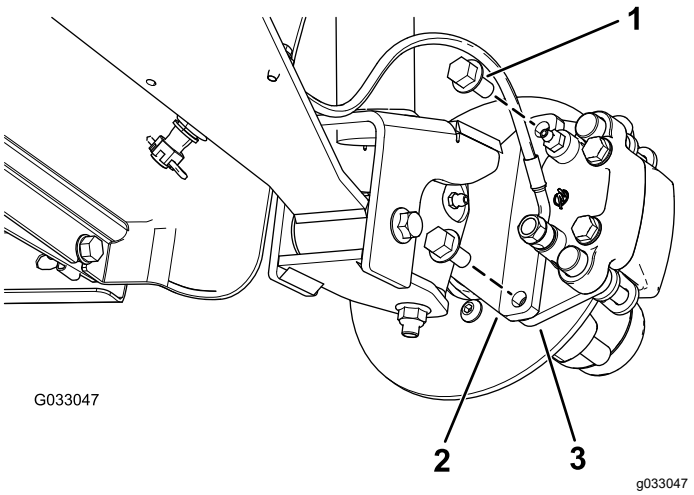
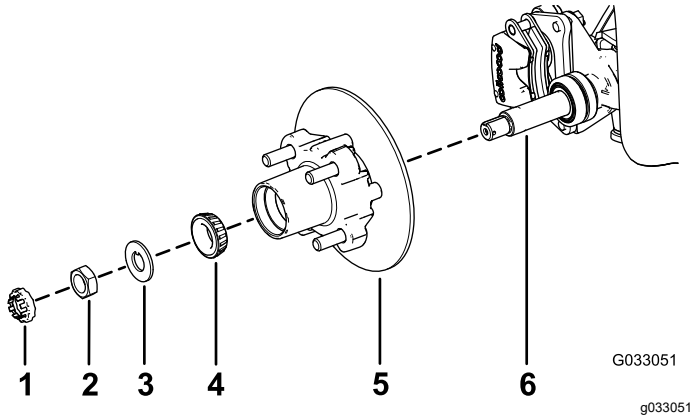

Figur 24
Figur 28
3. Ta bort de flänsskruvar (⅜ x ¾ tum) som håller fast fästet för bromsenheten vid spindeln, och separera bromsen från spindeln (Figur 24).
1. Stryk på ett tunt lager av det angivna fettet på spindeln (Figur 28).
2. Montera navet och rotorn på spindeln med rotorn inåt (Figur 28).
3. Montera det yttre lagret på spindeln och placera lagret på den yttre banan (Figur 28).
4. Montera säkringsbrickan på spindeln (Figur 28).
5. Gänga på spindelmuttern på spindeln och dra åt muttern till 15 Nm samtidigt som du roterar navet för att ställa in lagren (Figur 28).
2. Rikta in bromsklossarna på vardera sidan om rotorn (Figur 24) och hålen i bromsokets fäste med hålen i bromsfästet på spindelramen (Figur 28).
3. Fäst bromsokets fäste på spindelramen (Figur 24) med de två flänsskruvarna (⅜ x ¾ tum).